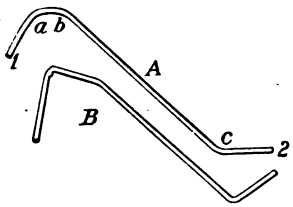

Fig. 6.
1. Examine the angles and the relative lengths of the parts of a delivery tube (d.t.) in a model and in Fig. 6. Note that the parts all lie in the same plane or nearly so (close one eye, and sight along the tube 1, *a*, *b*, *c*, 2); that there are three bends, *a*, *b*, *c*, and that the angles are all obtuse; that *a* and *c* are near the end of the tube (6 or 8^{cm}); that the bends are made in such a way that when the tube is put into a gas gen. (Fig. 19) the end does not touch the bench, nor is it so high as not easily to go under the shelf of a pneumatic trough (p.t.). (Exp. 50, Fig. 38.) In preparing a d.t. pupils must bear all these in mind, and it is often desirable to practise with old glass tubes, especially noting that all parts lie in the same plane. It is better to make two bends at *a*, *b* rather than one, though the two are close together. Make the bends in the order *a*, *b*, *c*, and as follows:
1. To a t.t. ($5 \times \frac{5}{8}$ or $6 \times \frac{3}{4}$ in.) fit a cork, then remove the latter and with a round file bore a hole through it, holding it in the left hand between the thumb and fingers and pressing the end of the file against the middle of its *larger surface. Observe constantly during the operation whether the file is perpendicular to the surface of the cork.* Make a perfectly circular orifice, reversing the cork so as to have it of uniform bore throughout. The hole must be a little smaller than the tube it is to receive. When the operation is completed put the end of the d.t. (1 *a*, Fig. 6) through the hole, and adjust the stopper to the t.t. Detach the stopper from the t.t., not from the d.t.